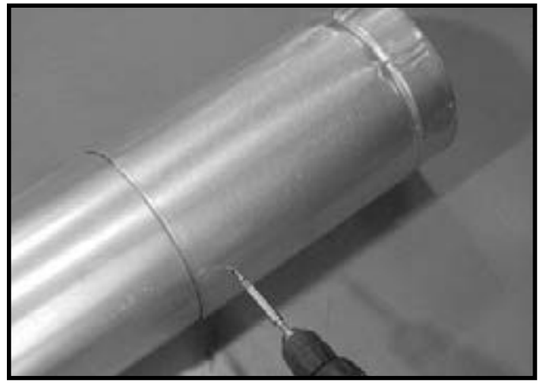

Figure 7.4 Vis sur la section coulissante
- Fixez le conduit et la section coulissante avec deux vis d'une longueur inférieure à 13 mm (1/2 po) en utilisant les trous de guidage sur la section coulissante. Voir la figure 7.4.